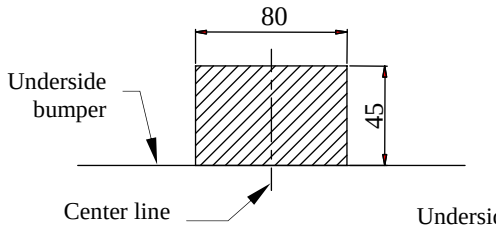

Fig. 2 Bumper cut out
3. In chassis members are small elements which can make some problems when You try to put side brackets (pos. 7 and 8). Bend him.
4. Slip side brackets (pos. 7 and 8) and fix it to chassis members through original holes pos. A and fish-plates pos. 6 using bolts M12x40mm (pos. 10) – loosely.
5. Between mounted brackets put body of the towbar (pos. 1) and fix it by bolts M12x40mm (pos. 10). Tighten all bolts.
7. In central part of towbar fix bumper handles (pos. 5) using bolts M8x25mm (pos. 12) and below the car through holes B using bolts M10x25mm (pos. 11).
8. Assemble the rear bumper after cut out fragment according to figure 2 or 3. Next fix bumper to the towbar using two bolts M5x20mm (pos. 13).
10. Fix body of the automat (pos. 4) and the socket plate (pos. 3) using bolts M12x25mm (pos. 9) from accessories. Place tow-ball (pos. 2) according to supplied instruction.